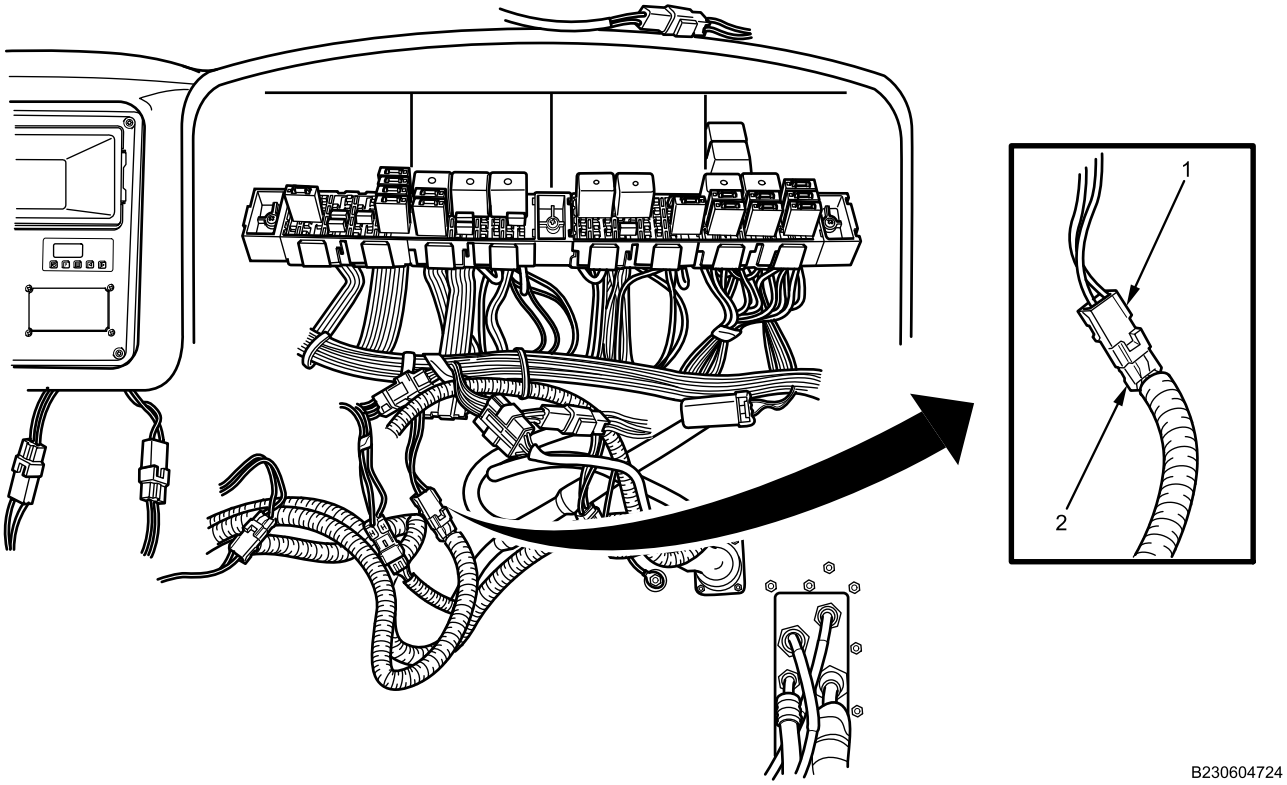

Figure 3. 24V Input Connector.
1. Connect 24V IP feed wiring harness connector (Figure 3, Item 2) to 24V input connector (Figure 3, Item 1).